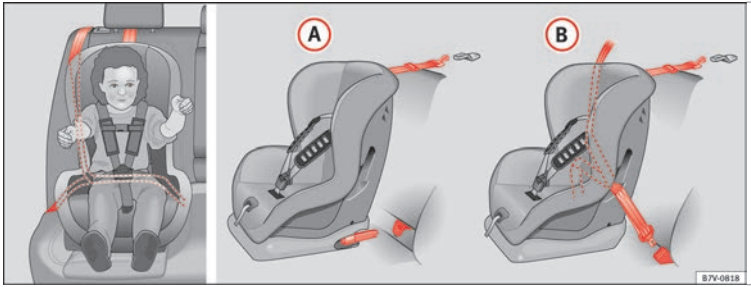

Fig. 30 On the rear seats: Possible installations for the child seat.
Figure ››› **Fig. 30** (A) shows the basic child restraint system mounting using lower retaining rings and the upper retaining strap. Figure ››› **Fig. 30** (B) shows the child restraint system mounting using the vehicle seat belt.